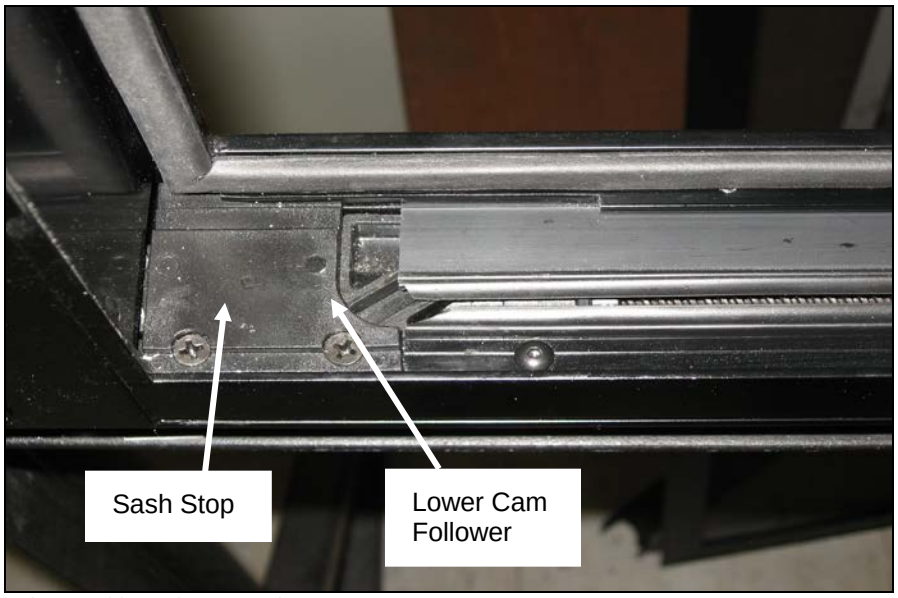

FIGURE 102: PROPER ALIGNMENT
1. Align the leading edge of the slot on the lower cam follower block with the sash stop. Use the power toggle switch to obtain the correct alignment. (Figure 102)